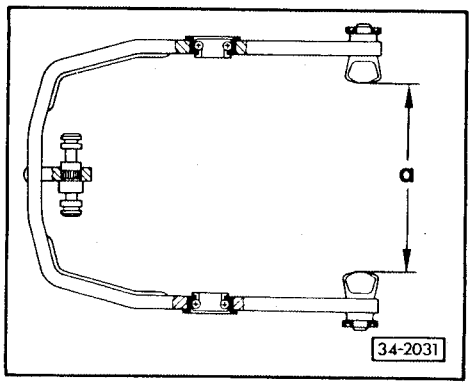

Fig. 5 Fourchette avec segments de commande montés
- ♦ Avec segment de commande ⇒ fig. 5
- Extraction à la presse ⇒ fig. 5